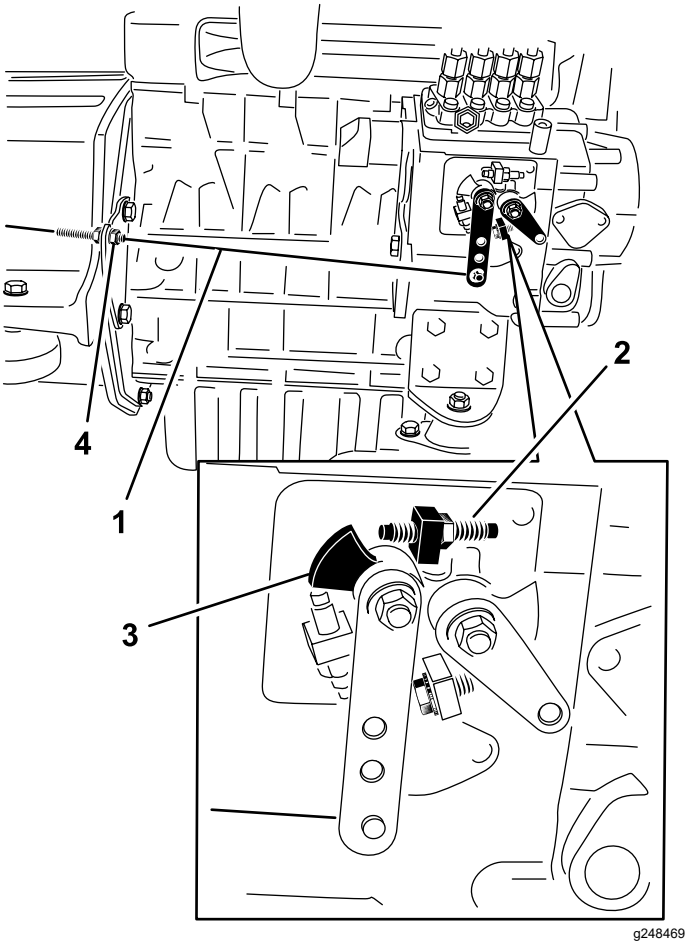

Figur 34
2. Kontrollera växelväljarspakens läge på bränsleinsprutningspumpen. Växelväljarspaken ska vidröra höghastighetsskruven när gasreglagespaken är i det SNABBA (spärrade) läget (Figur 34).
3. Justera vid behov kontramuttrarnas läge på gasvajern tills växelväljarspaken vidrör höghastighetsskruven när gasreglagespaken är i det SNABBA (spärrade) läget (Figur 34).